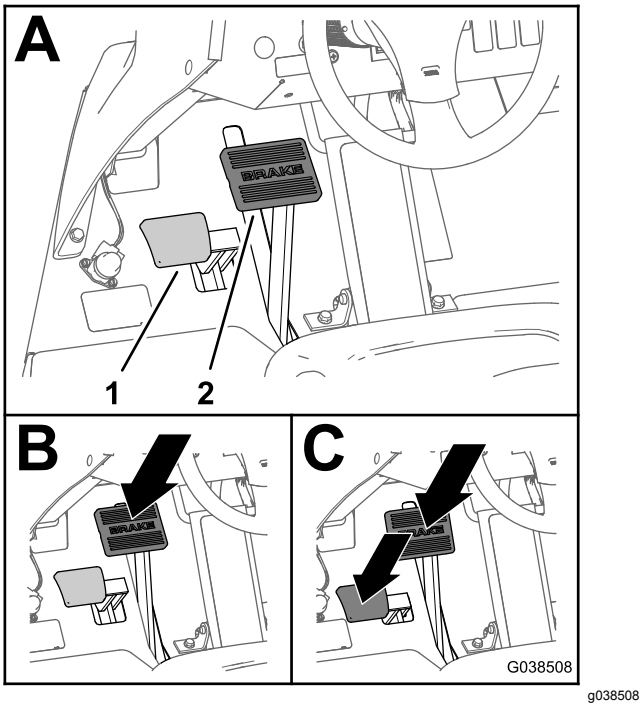

**Рисунок 19**
1. Нажмите педаль рабочего тормоза (Рисунок 19).
2. Удерживая нажатой педаль рабочего тормоза, нажмите педаль стояночного тормоза (Рисунок 19).